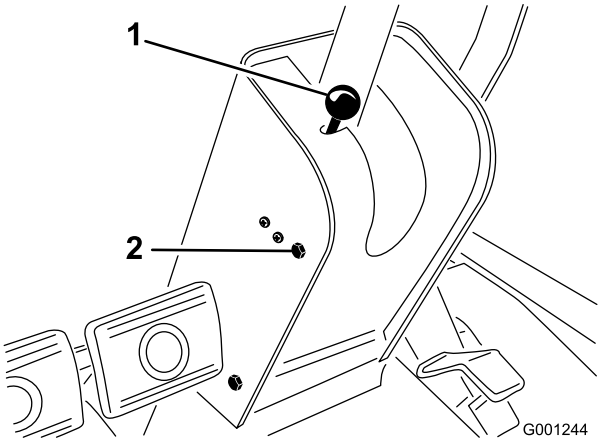

Figur 69
1. Ta knotten av parkeringsbremsen, og ta av skruene fra rattstammedekselet (Figur 69).